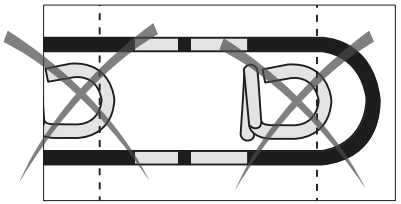

Fig.8
2- Remove the shim ⑪ **(fig. 8)** and ensure that the cam ⑨ remains centered relative to the actuator ⑩ using the markers ⑫ **(fig. 4A)**
3. Arm the device by pressing the lock ⑬, you will hear a "click" sound **(fig. 8)**.